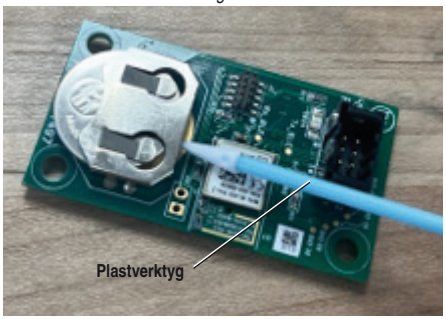

**Figur 4 – Ta bort batteriet från kretskortet**
4. Ta bort knappcellbatteriet (CR2032) från LED-kortet med ett icke-ledande plastverktyg. Montera ett nytt knappcellsbatteri (CR2032) med pluspolen vänd uppåt. Avfallshantera förbrukade batterier korrekt. *Se figur 4.*